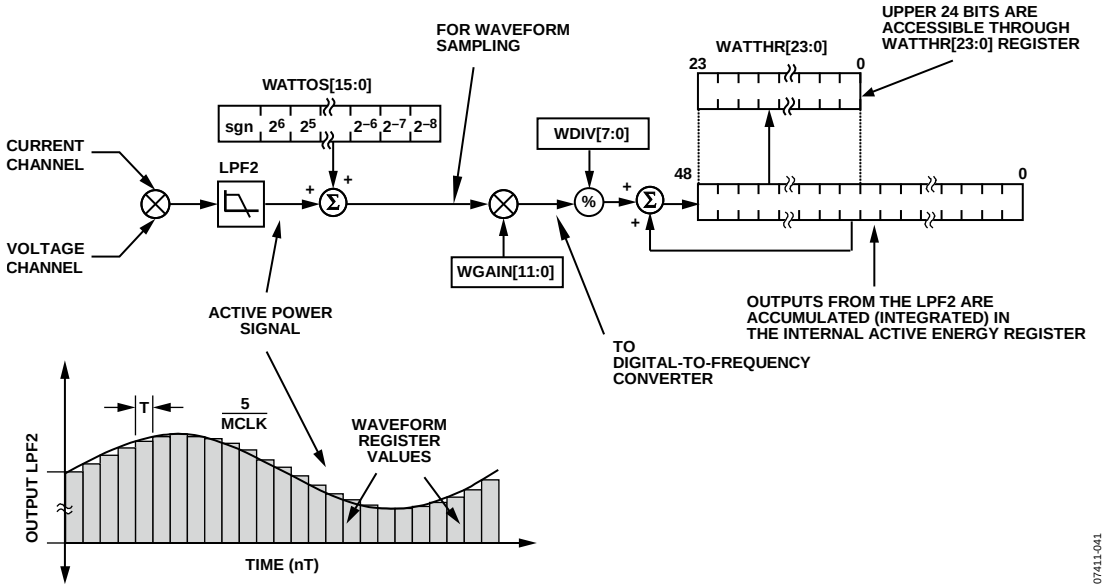

Figure 66. Active Energy Calculation
Figure 66 shows the signal processing chain for the active power calculation in the ADE5166/ADE5169/ADE5566/ADE5569. As explained previously, the active power is calculated by filtering the output of the multiplier with a low-pass filter. Note that, when reading the waveform samples from the output of LPF2, the gain of the active energy can be adjusted by using the multiplier and writing a twos complement, 12-bit word to the the watt gain register (WGAIN, Address 0x1D[11:0]). Equation 10 shows how the gain adjustment is related to the contents of the watt gain register.
The ADE5166/ADE5169/ADE5566/ADE5569 also incorporate an active power offset register (WATTOS, Address 0x20[15:0]). It is a signed, twos complement, 16-bit register that can be used to remove offsets in the active power calculation (see Figure 66). An offset can exist in the power calculation due to crosstalk between channels on the PCB or in the IC itself. The offset calibration allows the contents of the active power register to be maintained at 0 when no power is being consumed.
The discrete time sample period (T) for the accumulation register in the ADE5166/ADE5169/ADE5566/ADE5569 is 1.22 µs (5/MCLK). In addition to calculating the energy, this integration removes any sinusoidal components that may be in the active power signal. Figure 66 shows this discrete time integration or accumulation. The active power signal in the waveform register is continuously added to the internal active energy register.
The output of the multiplier is divided by the value in the WDIV register (Address 0x24). If the value in the WDIV register is equal to 0, the internal active energy register is divided by 1. WDIV is an 8-bit, unsigned register. After dividing by WDIV, the active energy is accumulated in a 49-bit internal energy accumulation register. The upper 24 bits of this register are accessible through a read to the active energy register (WATTHR, Address 0x01[23:0]). A read to the RWATTHR register (Address 0x02) returns the contents of the WATTHR register, and the upper 24 bits of the internal register are cleared. As shown in Figure 66, the active power signal is accumulated in an internal 49-bit, signed register. The active power signal can be read from the waveform register by setting the WAVMODE register (Address 0x0D) and setting the WFSM bit (Bit 5) in the Interrupt Enable 3 SFR (MIRQENH, Address 0xDB). Like the current and voltage channel waveform sampling modes, the waveform data is available at sample rates of 25.6 kSPS, 12.8 kSPS, 6.4 kSPS, and 3.2 kSPS.